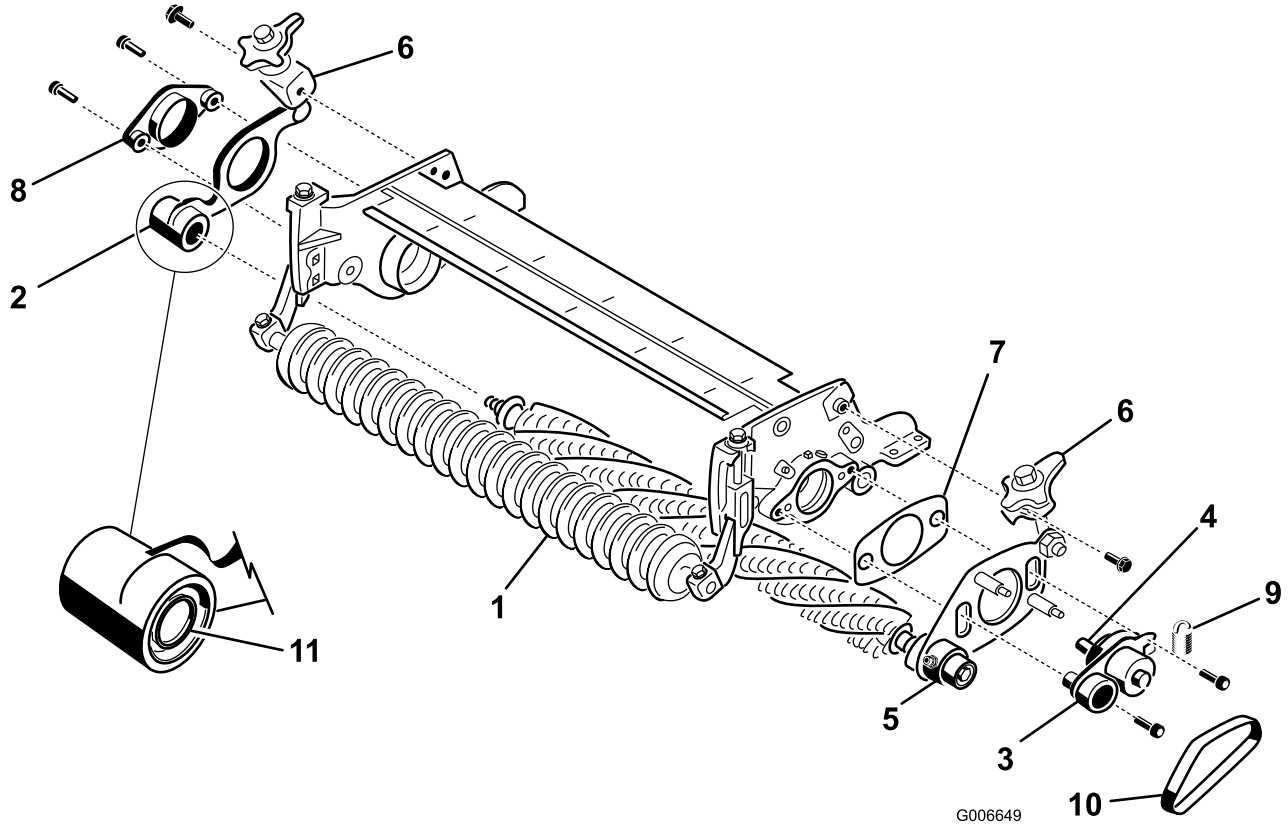

Figure 24
21. On the **non-drive** side of the groomer assembly, slide the groomer plate off the groomer shaft assembly (Figure 24).
23. On the drive side of the cutting unit, mount the pivot hub, the drive side groomer plate and the shim to the cutting unit side plate with (2) 3/8 x 1 inch socket head screws (Figure 24). Apply blue Loctite to the screw threads prior to installation.
24. Install the non-drive groomer plate onto the groomer shaft (Figure 24). Be careful not to knock the seal spring off.
25. Secure the non-drive pivot hub to the cutting unit side plate with (2) 3/8 x 1 inch screws (Figure 24). Apply blue Loctite to the screw threads prior to installation.
27. Mount the quick-up lever assemblies to the side plates with 3/8 x 3/4 inch flange head bolts (Figure 24).
28. Install the groomer belt onto the pulleys (Figure 24). Make sure the ribs on the belt are properly seated in the grooves on each pulley.